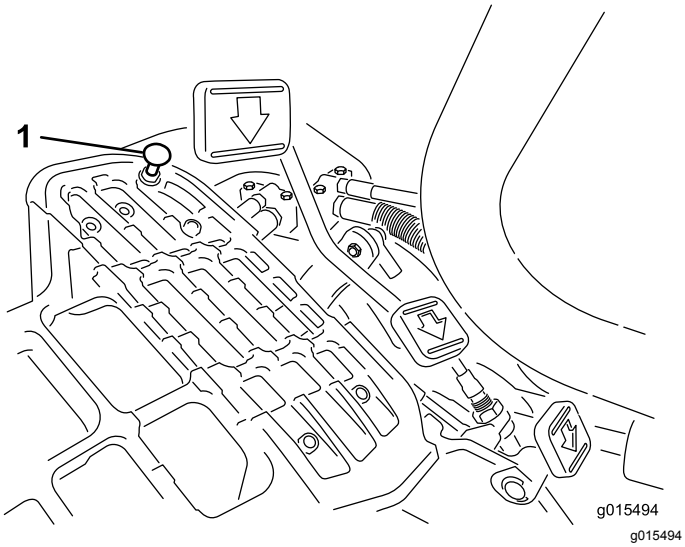

Figur 33
For å oppnå maksimal transporthastighet må du sette styrespaken i TRANSPORT-stilling og trykke inn trekkpedalen. Utfør følgende justeringsprosedyre hvis pedalen kommer i kontakt med stopperen (Figur 33) før du kjenner spenning i kabelen:
1. Sett styrespaken i TRANSPORT-stillingen og løsne på låsemutteren som fester pedalstopperen til gulvplaten (Figur 33).